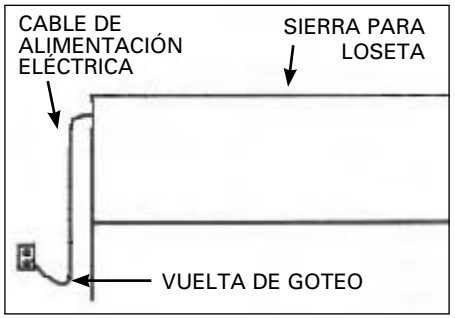

FIGURA 1
28. **COLOCACIÓN DE LA SIERRA ELÉCTRICA PARA LOSETAS** (ver el FIGURA 1)